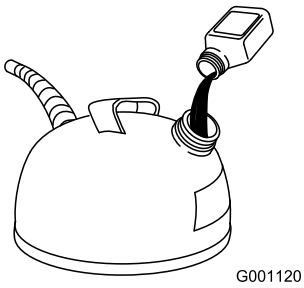

**Figure 7**
2. Add two-cycle oil to the gasoline according to the chart below (Figure 7):